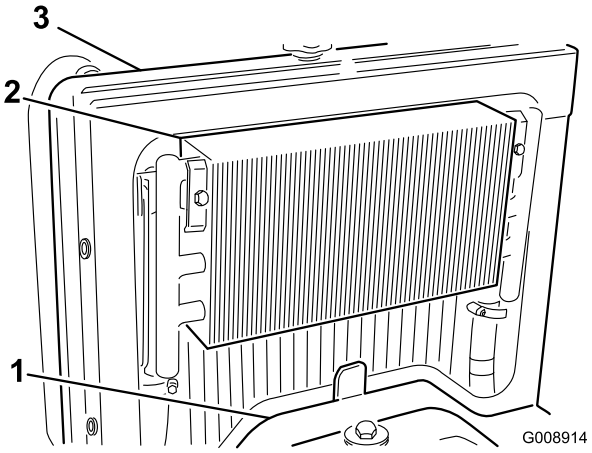

Figur 69
3. Fjern tilgangspanelet (Figur 69).